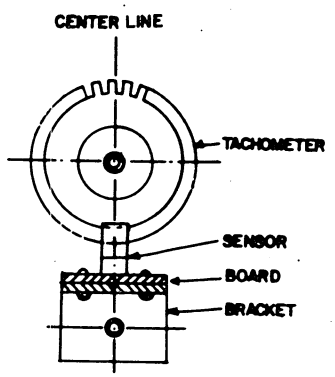

Figure 6R-20. File Reel Tape Sensor Alignment
To align the end of tape/beginning of tape (figure 6R-17), perform the following:
3. Unlock and swing out the tape deck by turning the cabinet latch screws counter clockwise. (figure 6R-3).